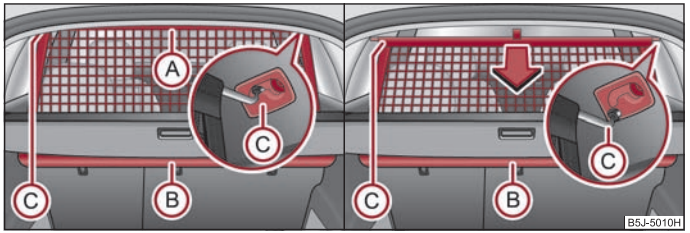

Fig. 65 Retirar / enrollar la red de separación
- Tirar de la red de separación por la lengüeta (A) y sacarla de la caja (B) en dirección de las fijaciones (C) ⇒ fig. 65.
- Colocar la barra transversal en uno de los alojamientos (C).
– Tire de la barra transversal un poco hacia atrás, primero en un lado y seguidamente en el otro lado, y saque la barra transversal de los alojamientos Ⓒ ⇒ página 69, fig. 65.